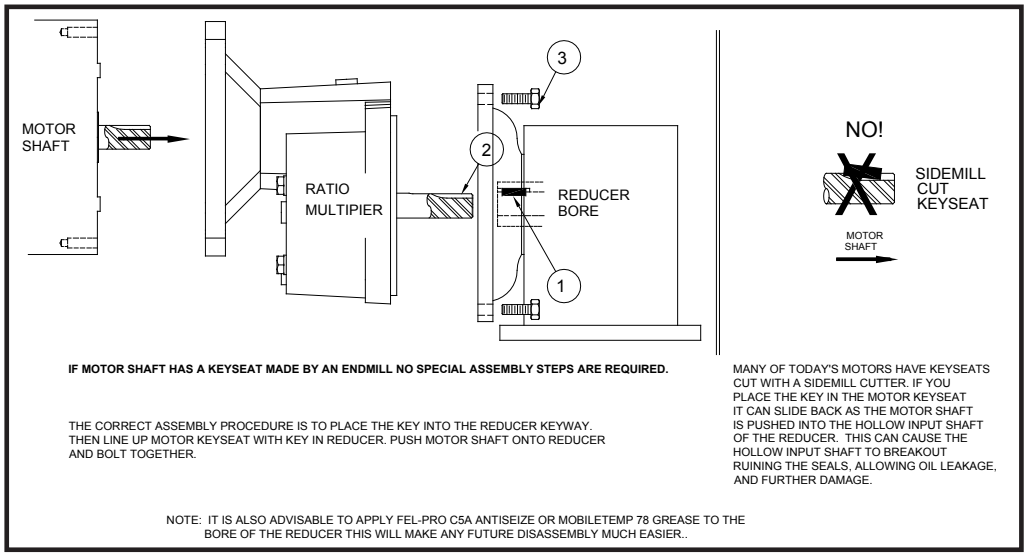

FIGURE 5
1. **ASSEMBLE / DISASSEMBLE MOTOR TO REDUCER** - Because many of today's motor keyways are cut with a sidemill cutter, the following assembly instructions should be followed to insure a trouble-free fit between motor and reducer. First, place the key into the reducer keyway. Second, line up the motor keyseat with the key and push the motor shaft into the reducer bore. Third, finish assembly by bolting themotor to the reducer flange. This insures that the key does not slide back in the motor keyseat. See ***FIGURE 5***.